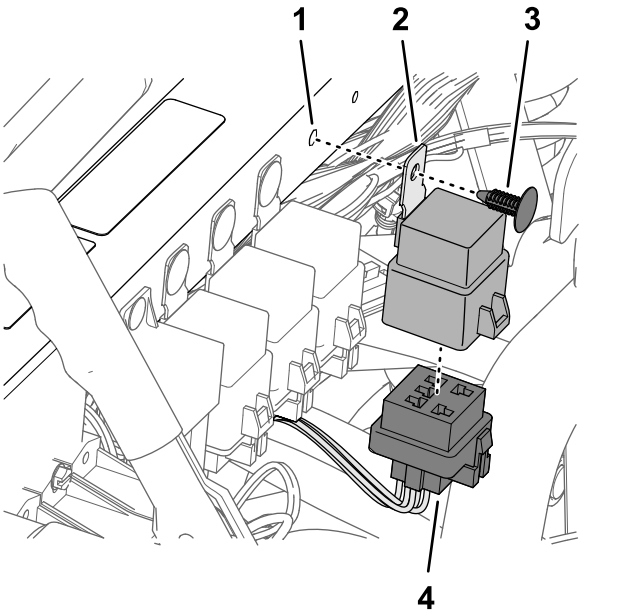

Figuur 187
1. Sluit de stekker met 5 pinnen van het relais aan op de connector met 4 contacten (Figuur 187) van de bijgeleverde kabelboom met aanduiding ASC 10 ENABLE RELAY (inschakelrelais ASC 10).
2. Lijn het gat in de montagelip van het relais uit met de opening in de schokbrekerbuis, en bevestig het relais aan de buis door middel van de druknagel (Figuur 187).